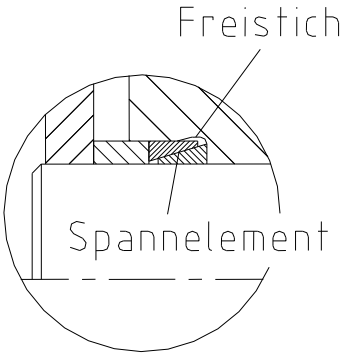

Bild 4: Spannelement im Freistich
- Falls ein Freistich vorhanden ist, ist dieser mit einem Distanzring zu überbrücken (siehe Bild 4 und 5). Der Distanzring kann bei fehlendem Freistich entfallen.